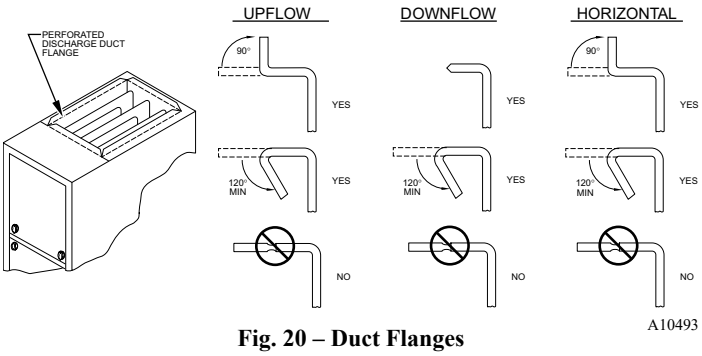

**Fig. 20 – Duct Flanges**
Connect supply-air duct to flanges on furnace supply-air outlet. Bend flange upward to 90° with wide duct pliers (Fig. 20). The supply-air duct must be connected to ONLY the furnace supply-outlet-air duct flanges or air conditioning coil casing (when used). DO NOT cut main furnace casing side to attach supply air duct, humidifier, or other accessories. All supply-side accessories MUST be connected to duct external to furnace main casing.
**NOTE:** It is recommended that the perforated supply-air duct flanges be completely removed from furnace when installing the furnace on a factory-supplied cased coil or coil box. To remove the supply-air duct flange, use wide duct pliers or hand seamers to bend flange back and forth until it breaks off. Be careful of sharp edges (Fig. 20).
Connect supply-air duct to supply-air outlet on furnace. Bend flange inward past 90° with wide duct pliers (Fig. 20). The supply-air duct must be connected to ONLY the furnace supply outlet or air conditioning coil casing (when used). When installed on combustible material, supply-air duct must be connected to ONLY the factory-approved accessory subbase, or a factory-approved air conditioning coil casing. DO NOT cut main furnace casing to attach supply side air duct, humidifier, or other accessories. All supply-side accessories MUST be connected to duct external to furnace casing.
Connect supply-air duct to flanges on furnace supply-air outlet. Bend flange upward to 90° with wide duct pliers. See (Fig. 20). The supply-air duct must be connected to ONLY the furnace supply-outlet-air duct flanges or air conditioning coil casing (when used). DO NOT cut main furnace casing side to attach supply air duct, humidifier, or other accessories. All supply-side accessories MUST be connected to duct external to furnace main casing.